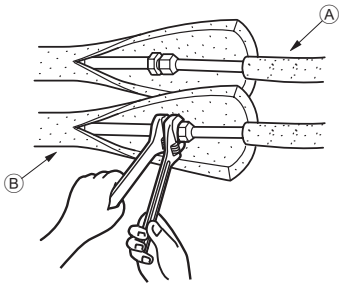

Fig. 4-3
4.3. Travaux pour l'installation des tuyaux de réfrigérant (Fig. 4-3)